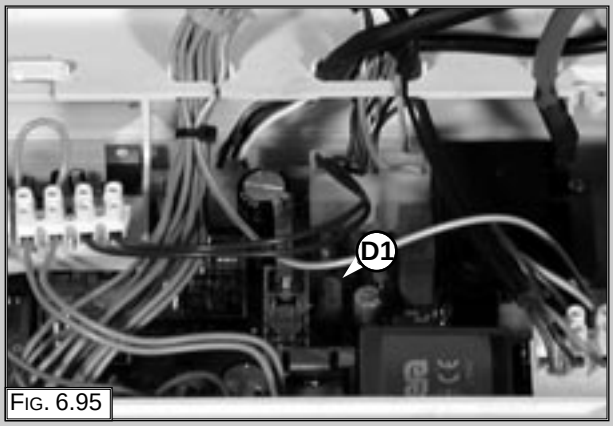

FIG. 6.95
2. Remove the fuses by pushing and rotating fuse holders “D1” (FIG. 6.95).